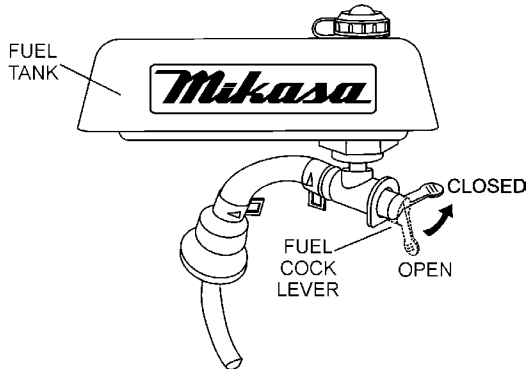

Figure 21. Fuel ShutOff Valve (Closed)
14. Close the fuel shut- off valve (Figure 21) by moving the fuel cock lever to the **CLOSED** position.